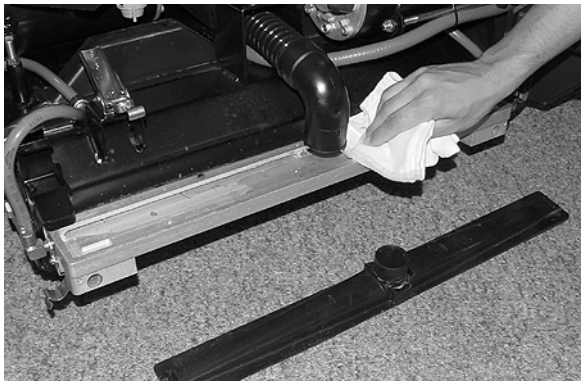
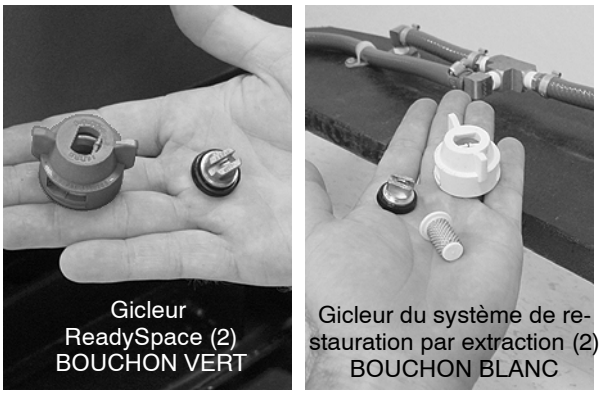

FIG. 32
FIG. 37
3. Retirez les couvercles des sabots d'aspiration de rouleau avant et arrière et éliminez les débris (Figure 32).
3. Retirez les quatre gicleurs à ouverture rapide de la tête de brossage (Figure 32). Tournez les bouchons des gicleurs dans le sens contraire des aiguilles d'une montre pour les retirer. Immergez les gicleurs et les filtres dans une solution d'acide acétique pendant six heures (Figure 37). Suivez les instructions de mélange indiquées sur la bouteille. N'utilisez pas d'objet pointu pour nettoyer les gicleurs pour éviter tout dommage.